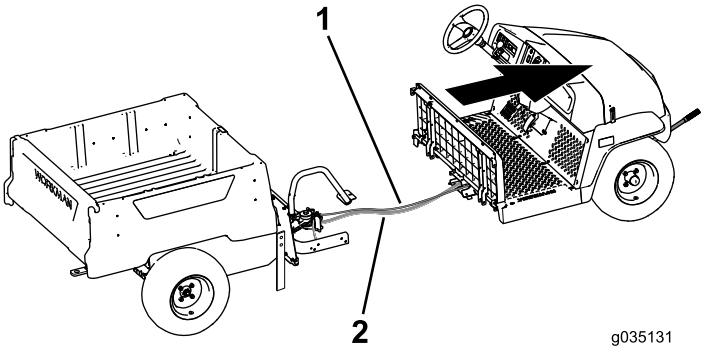

Figura 68
9. Peça a um assistente que ajude a mover a secção dianteira para a frente afastando-a da secção traseira (Figura 68).